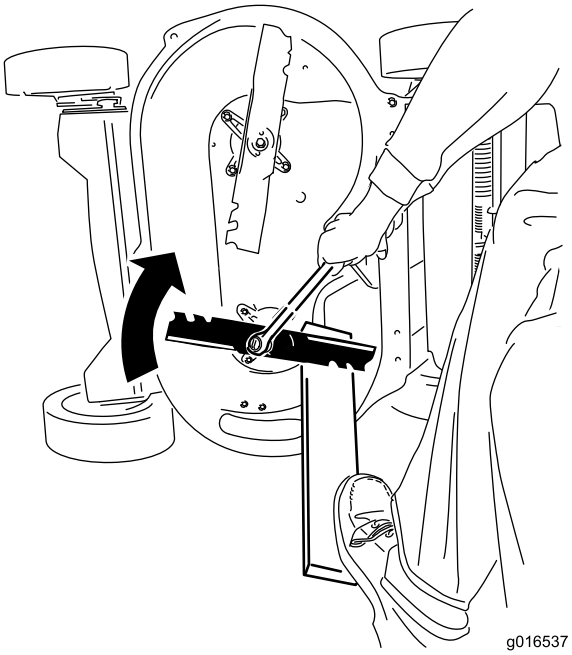

Figur 40
2. Understøt hver skærekniv med et bræt, og drej skæreknivbolten med uret med en momentnøgle som vist i Figur 40. Spænd hver skæreknivbolt til 82 N·m.